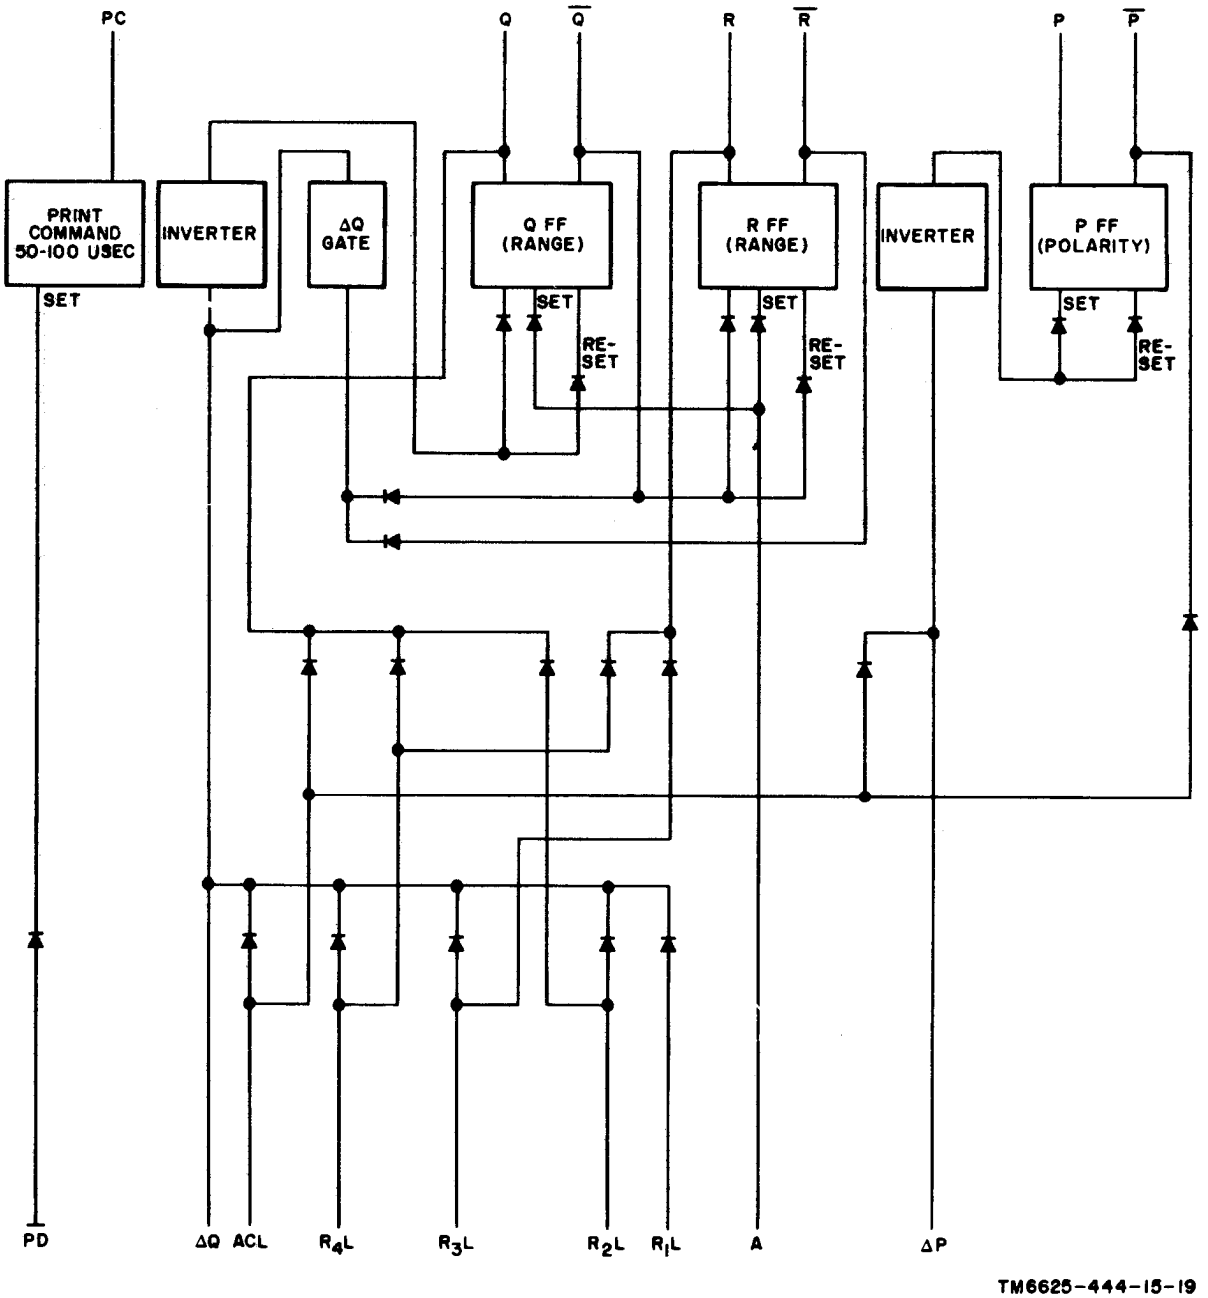

Figure 5-8. C board, block diagram.
a. The C board contains the flip-flops which drive all of the relays in the instrument (fig. 10-3). A block diagram is shown in figure 5-8. The print command (PC) flip-flop is a 50- to 100-millisecond monostable flip-flop. The PC FF drives the print command relay, and is triggered by the setting of the A FF when the power switch is set to PRINT. The △ (transfer switch position 2) drives the Q FF through an inverter. The Q, in turn, drives the R FF. The Q and R are connected to the coils of the two relays which provide range data to the readout and the external printer. The Q and R FF's are set to the lowest range at the beginning of each scan by the zeroing of A. AP (transfer switch position 1) drives the P FF through an inverter. The P is connected to the coil of the relay which switches the zener reference supply. The P is connected to the coil of the relay which provides the polarity data. CP's on △Q or △P change the range or polarity flip-flops.